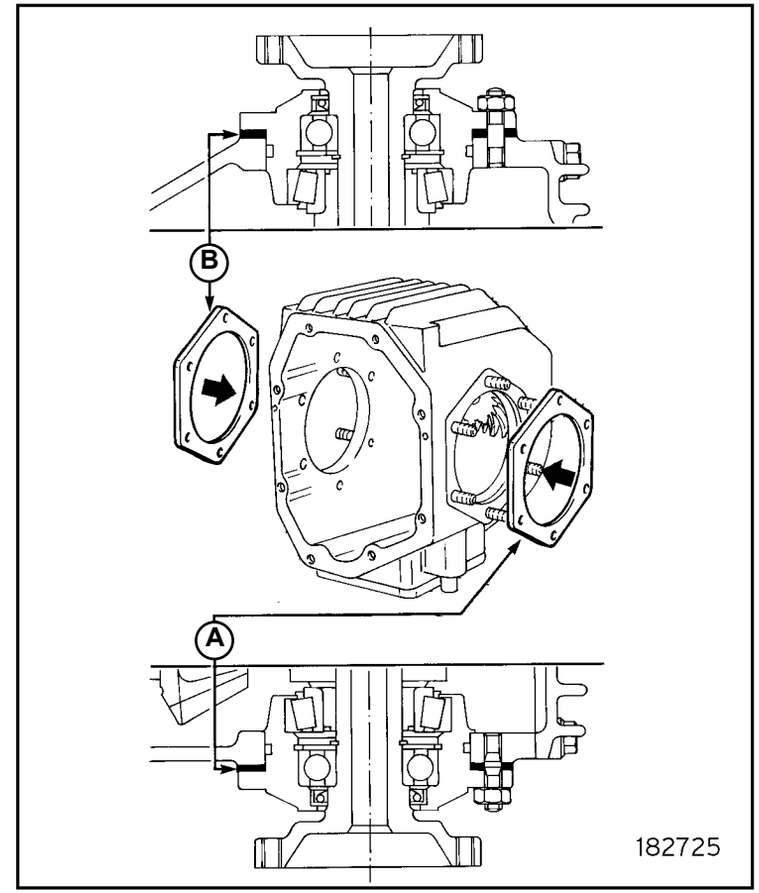

Fig.1
- Install the prescribed tentative adjusting shims (**A-Fig.1**) and (**B-Fig.1**):